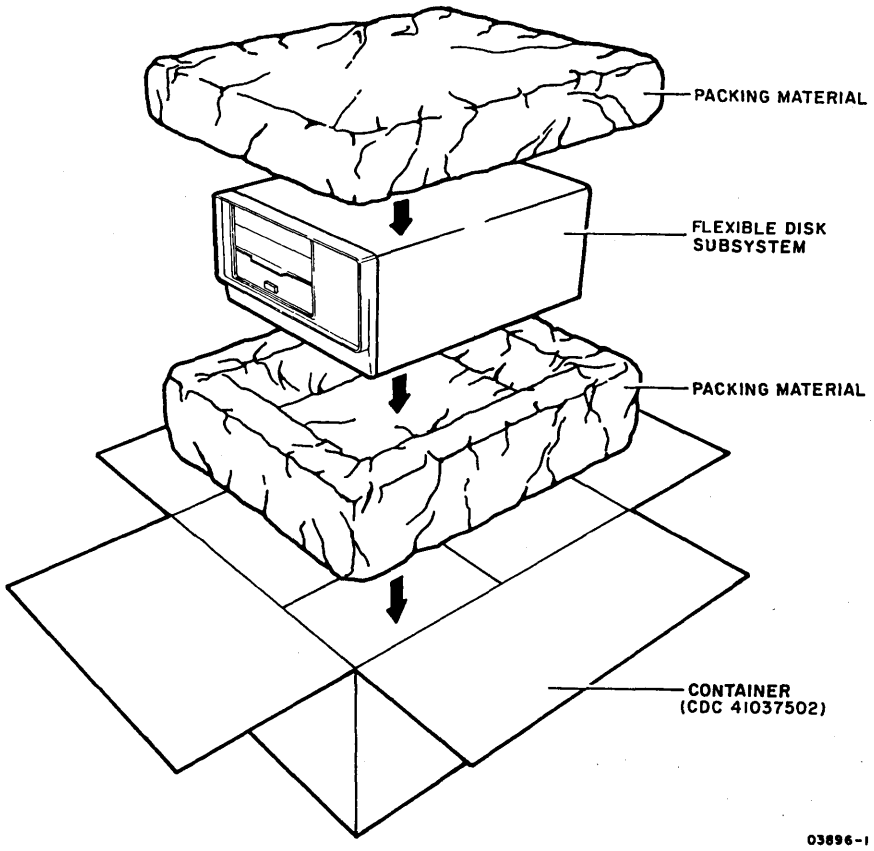

Figure 3-1. Flexible Disk Subsystem Packaging
The flexible disk subsystem is packaged for shipment using foam-in-place chemicals (figure 3-1). If the subsystem is to be reshipped it must be packaged as it was originally received from the factory. Use the existing packing materials or if not available, order new packing materials from CDC Corporate Traffic. Request pre-formed packing materials for the FA501/BR810 per packing instructions 41039800. Packaging materials may be obtained from:
1. Unpackage subsystem (refer to figure 3-1), and move to desired location. Remove cardboard head-protective flexible disk from drive unit and store with subsystem packaging materials. Note that slave unit may be stacked on top of master unit or master unit may be stacked on top of slave unit or units may be placed side-by-side if desired.